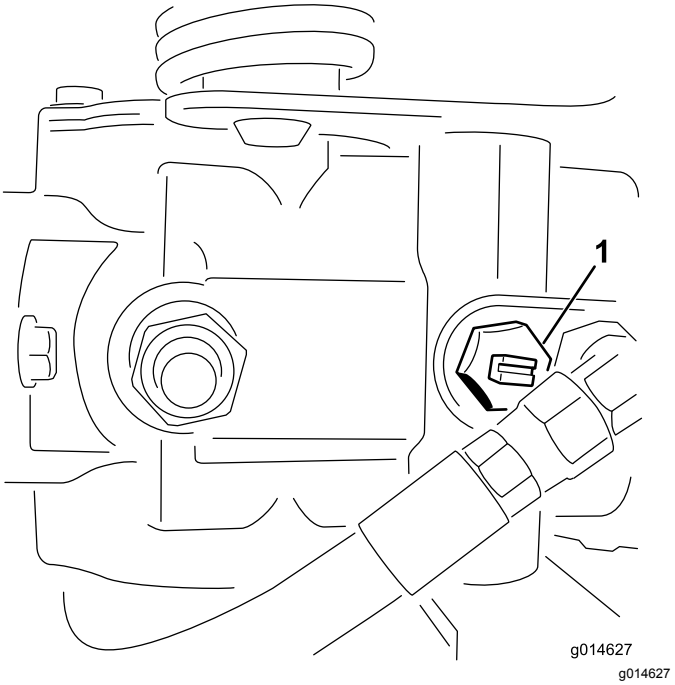

Rysunek 25
1. Znajdź na pompie zawór obejściowy i obracaj nim tak, aby szczelina była skierowana pionowo (Rysunek 25).
2. Przed uruchomieniem silnika zamknij zawór obejściowy, obracając nim tak, aby szczelina znajdowała się w położeniu poziomym (Rysunek 25).